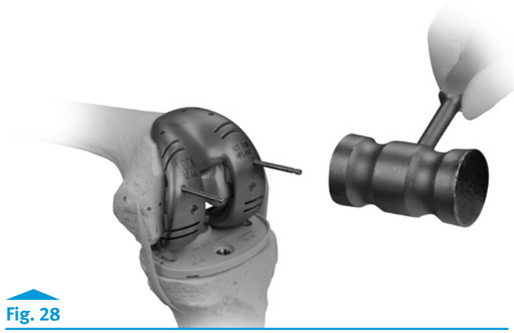

Fig. 28
- If the handles of the alignment guide line up with the transepicondylar axis, insert the Headless Holding Pins to set femoral rotation **(Fig. 28)**.